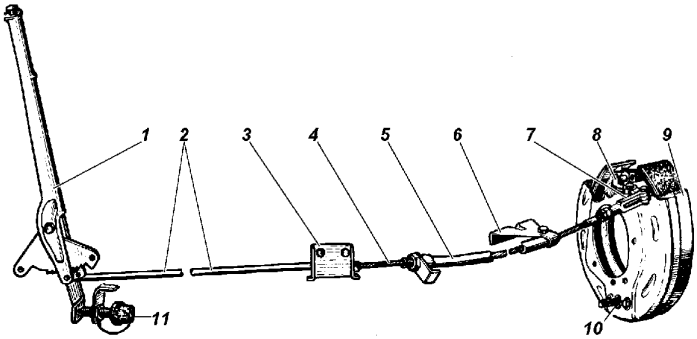

Fig. 9.34 Actuador del freno de aparcamiento:
2. Desplace la palanca 1 (ver fig. 9.34) del freno de aparcamiento en la posición extrema hacia adelante.